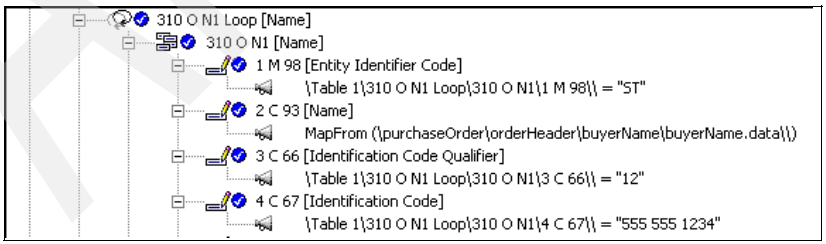

Figure 18-11 N1 mapping commands
4. We therefore enter a phone number in data element 67 at position 4 of the N1 segment. Assign a fictitious number of 555 555 1234 to this data element. This completes the mapping of the N1 segment at position 420. When complete the mapping command window should appear as shown in Figure 18-11.